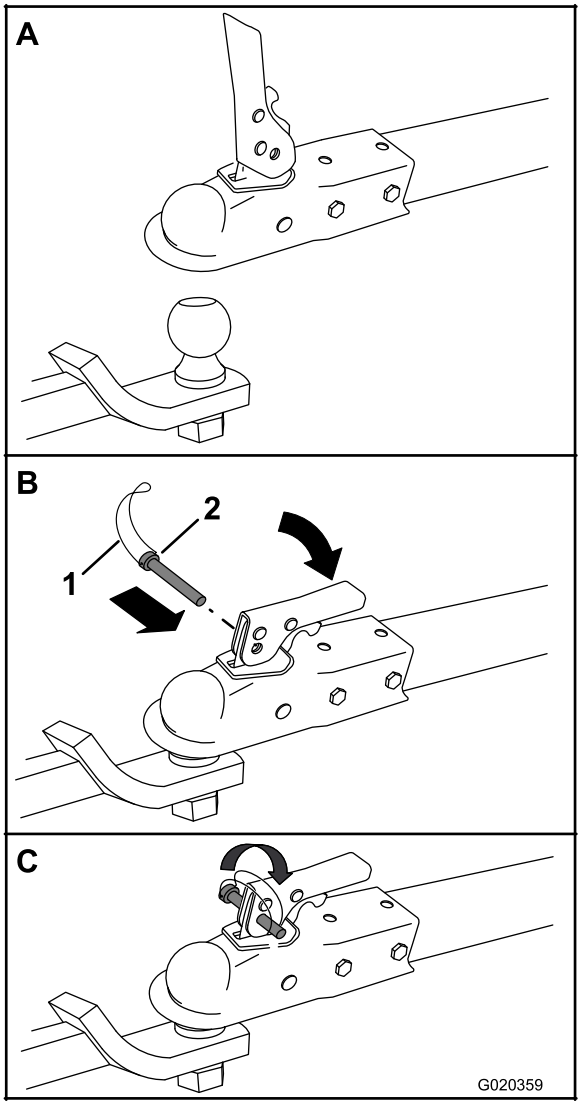

Figura 22
2. Abra la palanca del acoplamiento (Figura 22).
3. Posicione el acoplamiento sobre la bola del enganche (Figura 22).
4. Cierre la palanca del acoplamiento (Figura 22).
5. Abra el seguro del pasador de seguridad e introduzca el pasador a través del taladro del acoplamiento (Figura 22).
6. Gire el extremo libre del seguro sobre el extremo del pasador de seguridad que sobresale del acoplamiento (Figura 22).